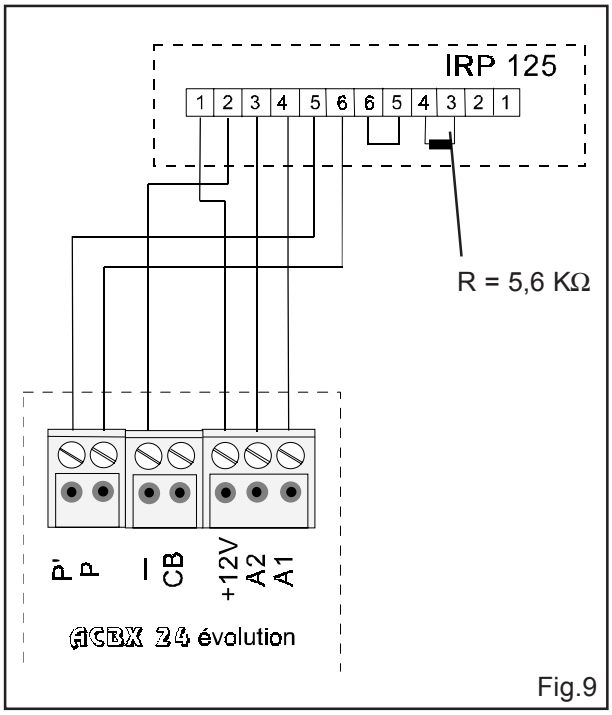

Fig.9
- Exemple de raccordement d'un détecteur infrarouge passif IRP 125 (code 10116) fig.9. - 6 conducteurs sans utilisation de la mémoire, 7 avec utilisation.